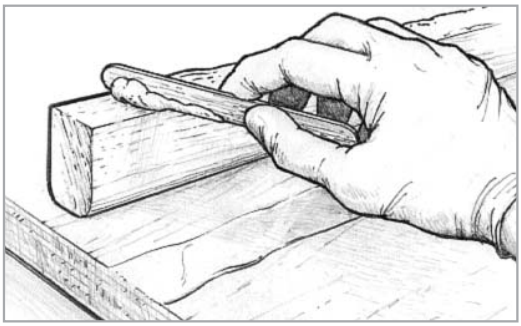

Figure 8-9 *Apply thickened epoxy to one of the bonding surfaces.*
2. Apply thickened epoxy to one bonding surface. Modify the resin/hardener mixture by stirring in the appropriate filler until it becomes thick enough to bridge any gaps between the mating surfaces and to prevent "resin-starved" joints. Apply enough of the mixture to one of the surfaces, so that a small amount will squeeze out when the surfaces are joined together with a force equivalent to a firm hand grip *(Figure 8-9)*.